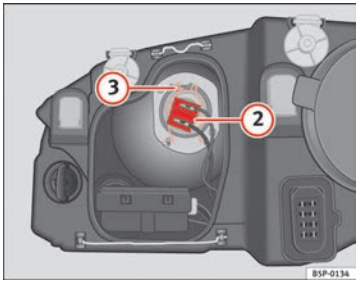

Fig. 189 Dipped beam headlights
– Remove the connector ⇒ page 275, fig. 189 (2) from the bulb.
– Unclip the retainer spring ⇒ page 275, fig. 189 (3) pressing inwards to the right.